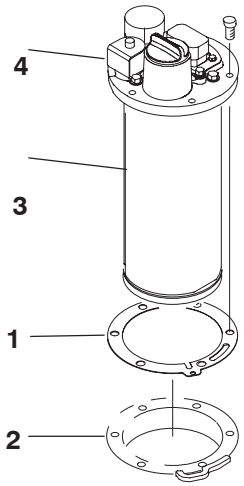

**Figure 4**
5. Position new flange gasket onto tank aligning mounting holes (Fig. 4). Holes are not symmetrical so make sure gasket is properly positioned.
6. Insert leak detector into tank opening while aligning housing mounting with holes in gasket (Fig. 4).
7. Secure leak detector housing and gasket to tank with (6) socket head capscrews (Fig. 4). Torque screws to 100–125 in–lb.